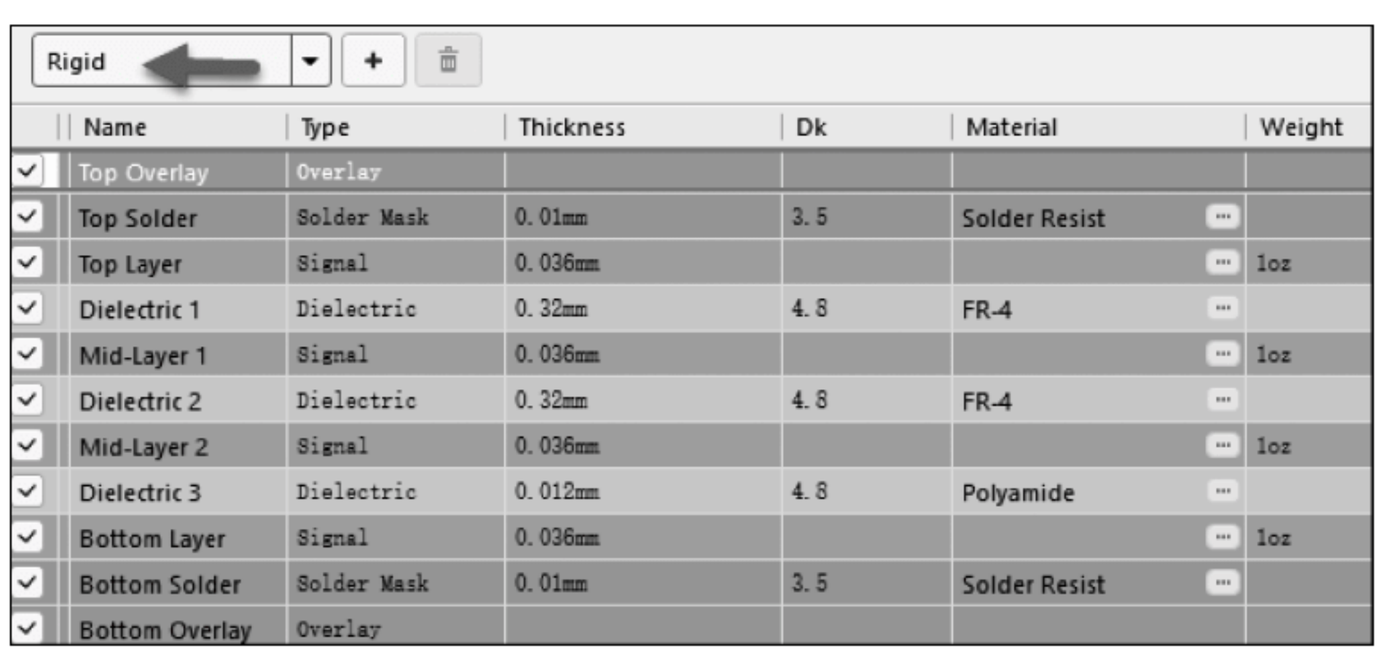

图 1-269　刚性板叠层
(3) 通过 Substack 选择下拉按钮 Board Layer Stack，可查看各个子堆栈的叠层情况。如图 1-269 和图 1-270 分别为刚性和柔性板的叠层情况(Flex 特定的覆盖层只能添加到具有以下特性的子堆栈中：启用 Is Flex 选项，不启用 SolderMask 层)。